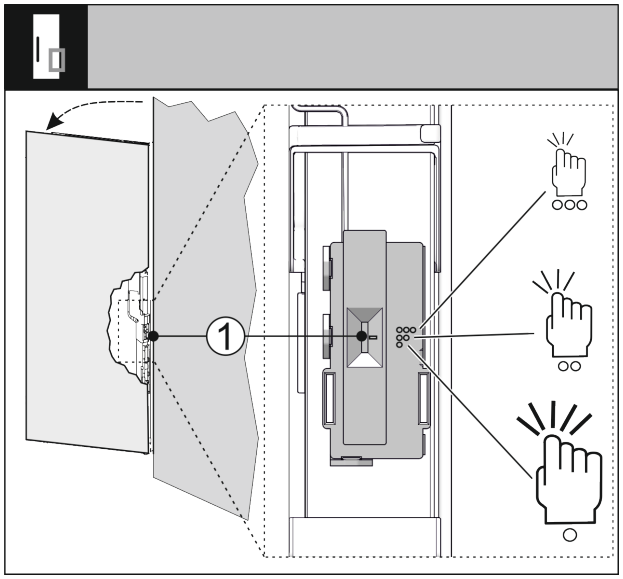

Fig. 38
Puteți seta sensibilitatea senzorului pentru ciocănit cu ajutorul unui comutator *Fig. 38 (1)*. Întrerupătorul se află pe partea balamalei, în treimea inferioară a ușii.
▶ Glisați comutatorul *Fig. 38 (1)* în poziția dorită.